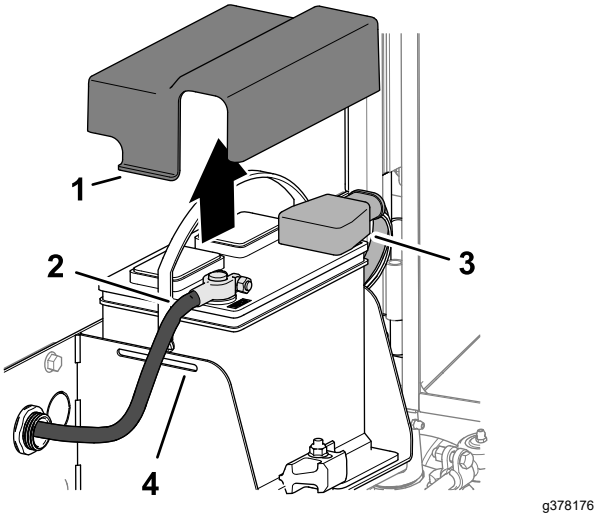

**Figuur 96**
3. Druk aan de zijkant van het accudeksel en verwijder het deksel van de accubak (Figuur 96).